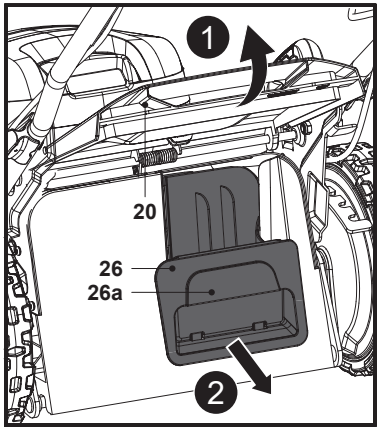

Rys. 13
2. Przytrzymać zagłębiony uchwyt (26a) i wyciągnąć wkładkę mulczującą (26) z tylnej rury wylotowej (23), a następnie wyjąć wkładkę mulczującą (26) (rys. 13).